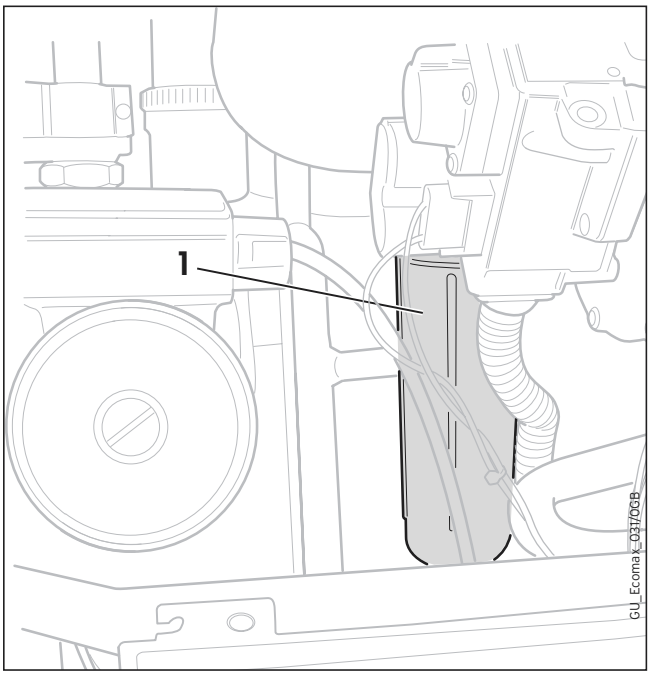

Rys. 5.2 Napełnienie syfonu
- Odkręcić dolną część (**1**) syfonu wody kondensacyjnej (rys. 5.2).